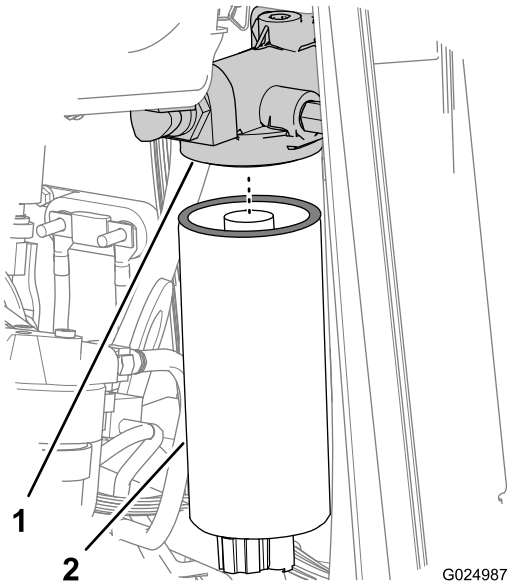
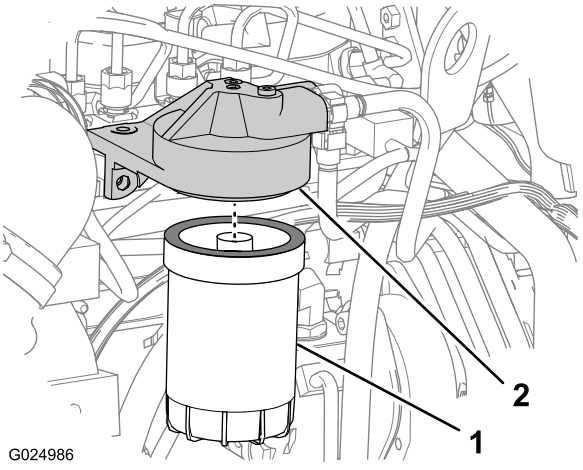

Rysunek 73
Rysunek 74
7. Poluzuj i wymontuj główny filtr paliwa (Rysunek 73).
9. Poluzuj i wymontuj dodatkowy filtr paliwa (Rysunek 74).
1. Wytrzyj do czysta powierzchnie uszczelniające adapterów głównego i dodatkowego filtra paliwa (Rysunek 73 i Rysunek 74).
3. Zamontuj główny filtr paliwa na adapterze filtra i dokręcaj filtr, aż uszczelka wejdzie w kontakt z powierzchnią głowicy filtra (Rysunek 73).
6. Zamontuj dodatkowy filtr paliwa na adapterze filtra i dokręcaj filtr, aż uszczelka wejdzie w kontakt z powierzchnią głowicy filtra (Rysunek 74).